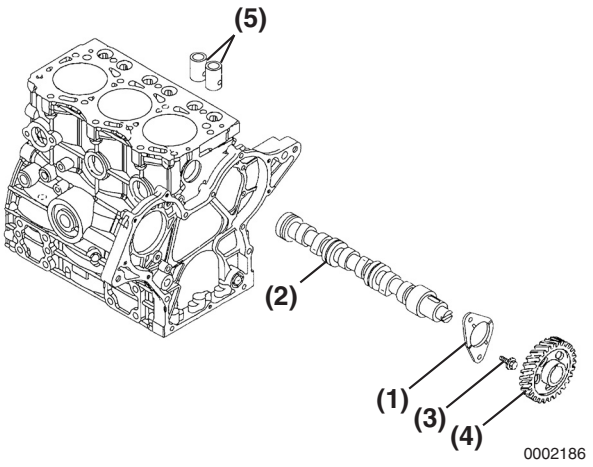

Figure 6-48
2. Remove two bolts **(Figure 6-48, (3))** retaining the camshaft thrust plate **(Figure 6-48, (1))**.
3. Extract the tappets **(Figure 6-48, (5))** through the top of the cylinder block. Mark the tappets so they can be reinstalled in the same location.
4. Slowly pull the camshaft **(Figure 6-48, (2))** assembly out of the engine being careful not to damage the front camshaft bushing.
5. Remove the camshaft gear **(Figure 6-48, (4))** only if the gear or camshaft require replacement. Use a knife-edge puller and a press to remove the gear. The gear is a shrink-fit and will need to be heated to 356° - 392°F (180° - 200°C) to remove.